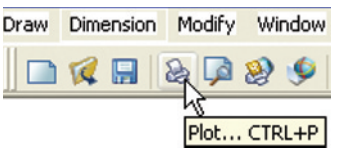

Fig. 19.7 The **Plot** tool icon from the **Standard New** toolbar
9. *Click* the **Plot** tool icon in the **Standard New** toolbar (Fig. 19.7). A **Plot** dialog appears.